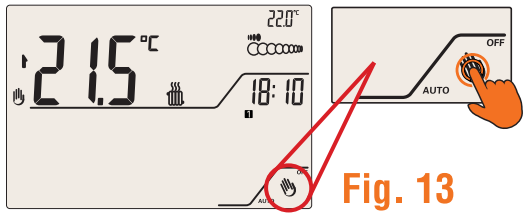
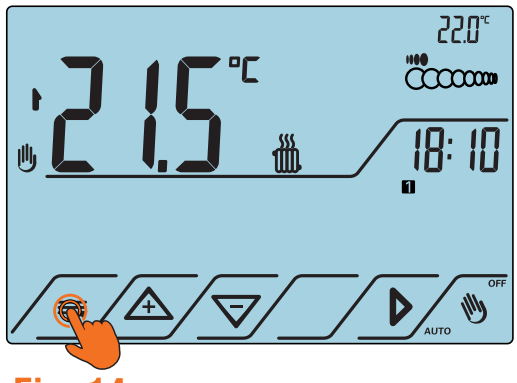

Fig. 13
Fig. 14
1. Attivare il cronotermostato premendo il tasto AUTO OFF (Fig.13). Il display si illuminerà, mostrando le icone dei comandi touch (Fig.14).
2. Premere tasto per accedere al menù (Fig.14).